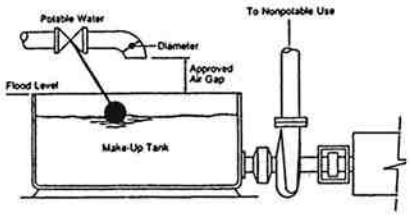

FIGURE 5. Air Gap
An air gap (AG) physically separates potable water from contaminated water with an air space (Figure 5). It is created when the inlet pipe stops above the rim of the container being filled. The distance between the supply pipe and the overflow rim of the receiving vessel should be two times the diameter of the supply pipe, but never less than one inch.